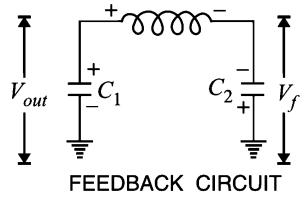

Fig. 14.11
Circuit operation. When the circuit is turned on, the capacitors C_1 and C_2 are charged. The capacitors discharge through L, setting up oscillations of frequency determined by exp.** (*i*). The output voltage of the amplifier appears across C_1 and feedback voltage is developed across C_2. The voltage across it is 180° out of phase with the voltage developed across C_1 (V_{out}) as shown in Fig. 14.11. It is easy to see that voltage fedback (voltage across C_2) to the transistor provides positive feedback. A phase shift of 180° is produced by the transistor and a further phase shift of 180° is produced by $C_1 - C_2$ voltage divider. In this way, feedback is properly phased to produce continuous undamped oscillation.
** Referring to Fig. 14.11, it is clear that C_1 and C_2 are in series. Therefore, total capacitance C_T is given by;
*** Referring to Fig. 14.11, the circulating current for the two capacitors is the same. Futher, capacitive reactance is inversely proportional to capacitance.